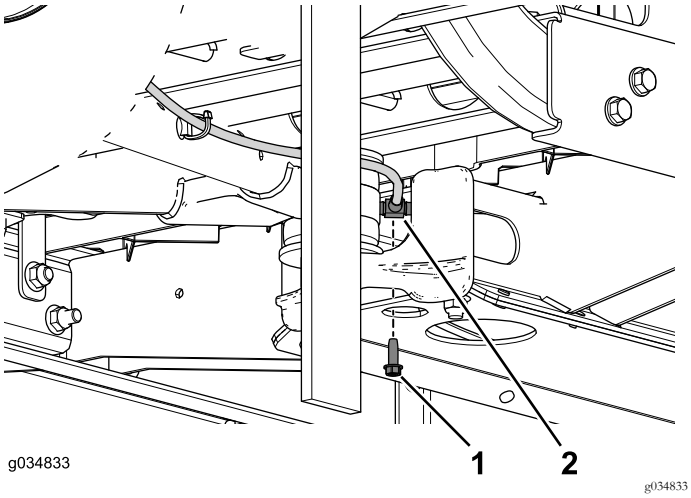

Bild 66
6. Entfernen Sie die Blechschraube, mit der das T-Anschlussstück am mittleren Kanal befestigt ist (Bild 66).